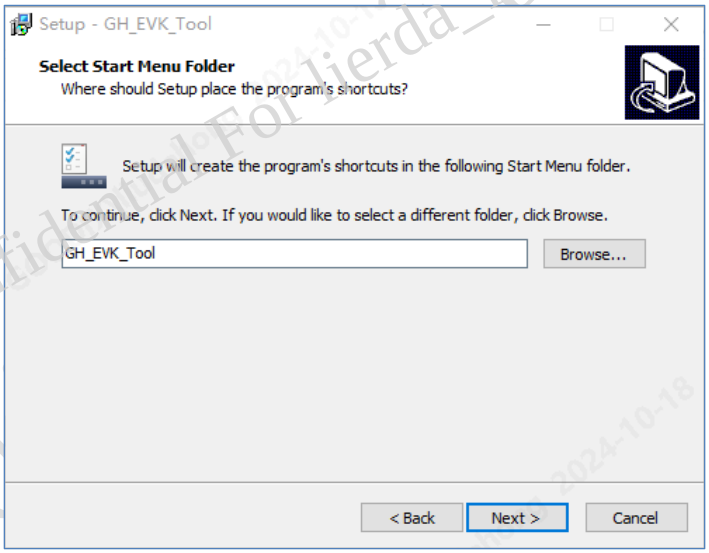

Figure 3-2 Select Start Menu Folder
2. Keep the default Start Menu Folder unchanged, then click Next (see Figure 3-2);